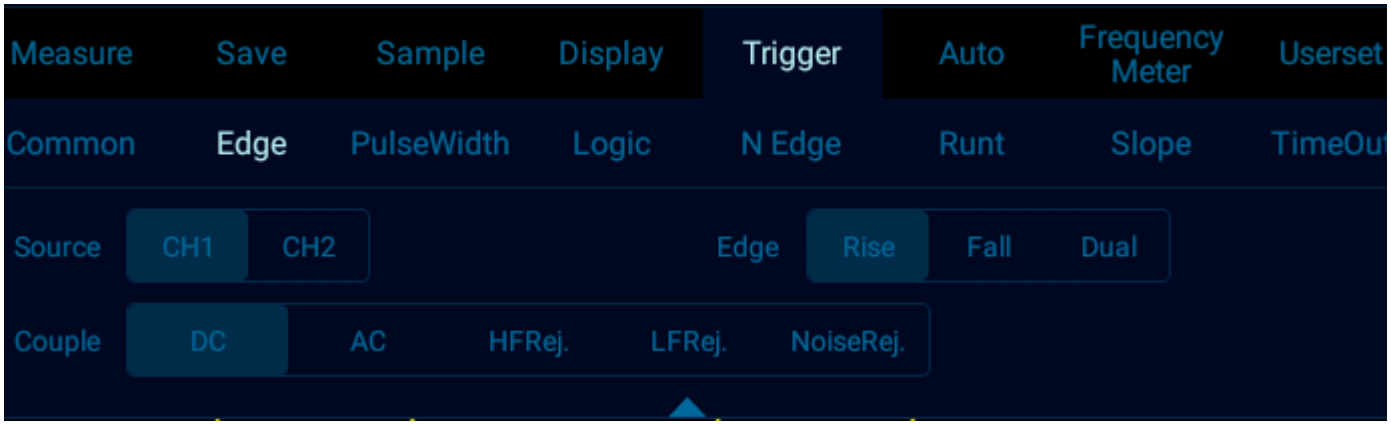

Figure 6-11 Edge Trigger Setting Menu
1) Tap “Trigger” on the main menu to open the trigger menu, select edge trigger in the trigger type, and set edge trigger as follows, as shown in Figure 6-11: